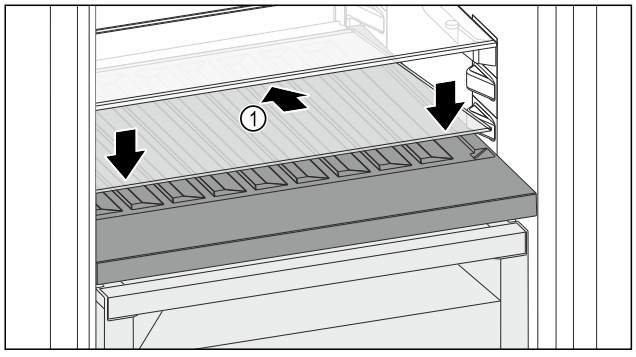

Fig. 222
- ▶ Glasplaat *Fig. 222 (1)* schuin naar achteren en naar beneden plaatsen.
- ▶ Glasplaat *Fig. 222 (1)* aan de voorzijde laten zakken.